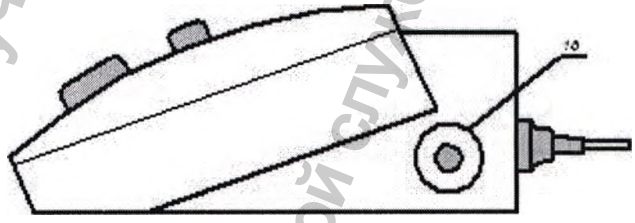

Рисунок 3. Аппарат для лечения токами надтональной частоты, местной дарсонвализации, гальванизации и проведения электрофореза «УльтраДар-ЭМА-Н». Вид справа.
8.4.2 Вставить штекер электрододержателя в разъем (1) расположенный на правой боковой стороне аппарата (рис.3).